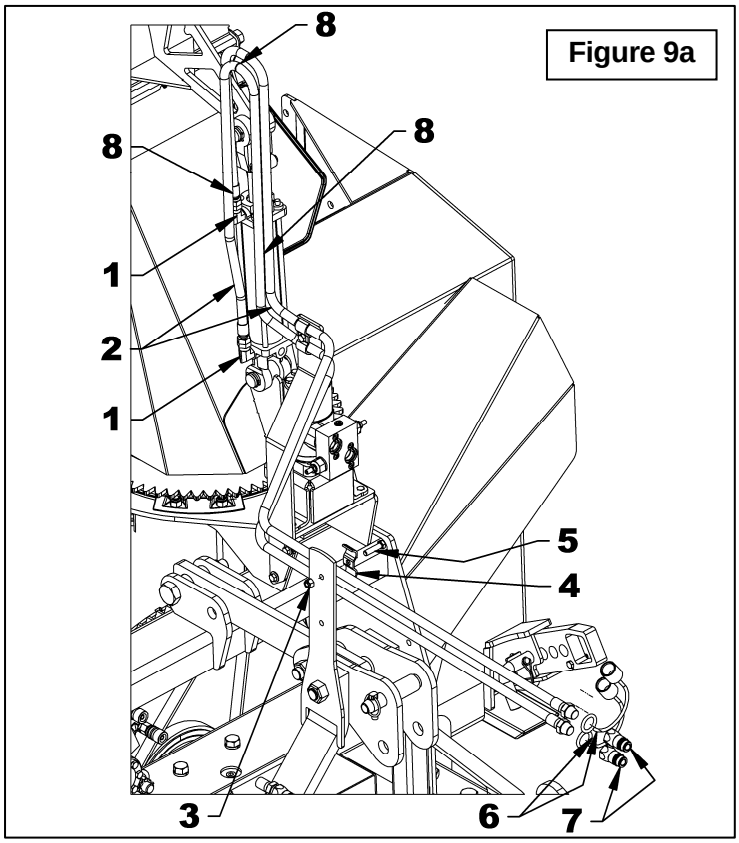

Figure 9a
25. **Figure 9a:** Installer un accouplement rapide 1/2"NPT avec capuchon (items 6-7) à un bout de chacun des boyaux.
26. **Figure 9a:** Fixer l'autre extrémité des boyaux (item 2) aux coudes du cylindre (item 1).
29. **Figure 9a:** Fixer les boyaux (item 2) au support de boyau précédemment installé en les faisant passer à l'intérieur de la crampe à boyau.
30. **Figure 9a:** Fixer les boyaux (item 2) au support de boyau situé sur l'attache trois points avec la crampe à boyau (item 4), un boulon 3/8"NC x 1 1/2" et un écrou 3/8"NC (items 3 & 5).
31. **Figure 9a:** Fixer avec des attaches de nylon 1/4" x 15" lg aux endroits indiqués (items 8).